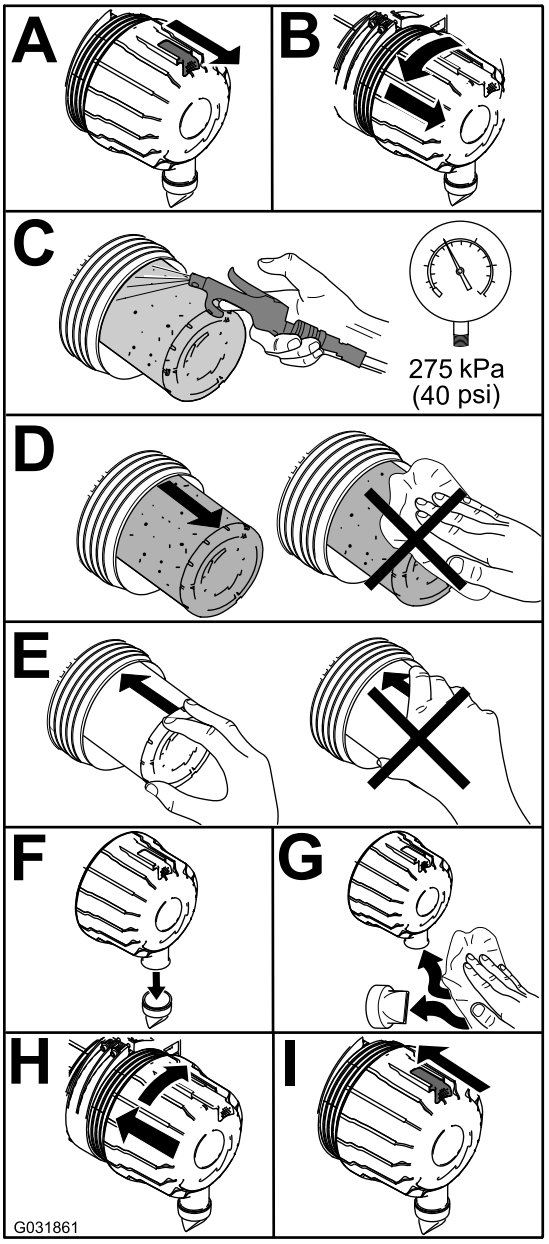

Figur 48
1. Byt ut luftrenaren (Figur 48).